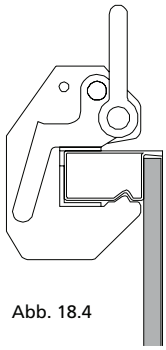

Abb. 18.4
3. Zum Verriegeln Sicherheitshebel wieder in Ausgangsstellung drücken (Abb. 18.4).